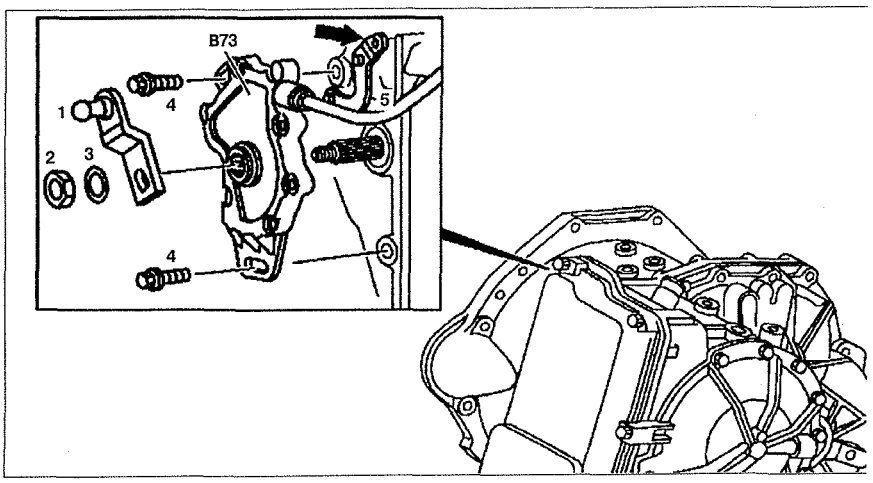

Рис. 6.70. Датчик положения рычага селектора переключения передач (автомобили с двигателями 111, 601.970 и 611.980):
2. Снимите рычаг селектора **1** (см.рис.6.70).